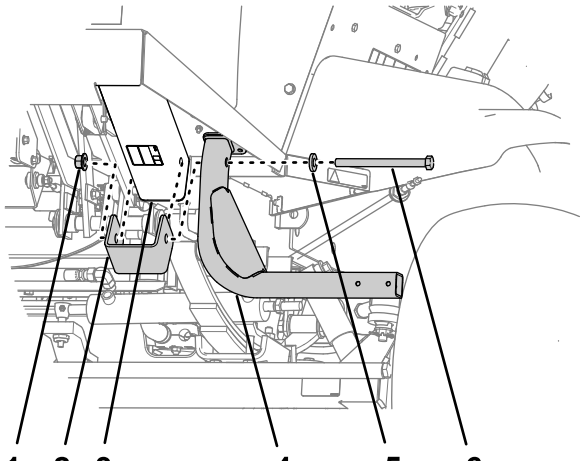

Bild 2
1. Fluchten Sie vorne an der Maschine die Löcher in der Distanzstückhalterung mit den Löchern im vorderen Rahmenrohr aus (Bild 2).
2. Fluchten Sie die Löcher in der Trittbretthalterung mit den Löchern in der Distanzstückhalterung und dem Rahmenrohr aus (Bild 2).
3. Befestigen Sie die Trittbretthalterung und die Distanzstückhalterung mit einer Sechskantschraube (1/2" x 6"), Sicherungsmutter und Scheibe am Rahmenrohr (Bild 2).